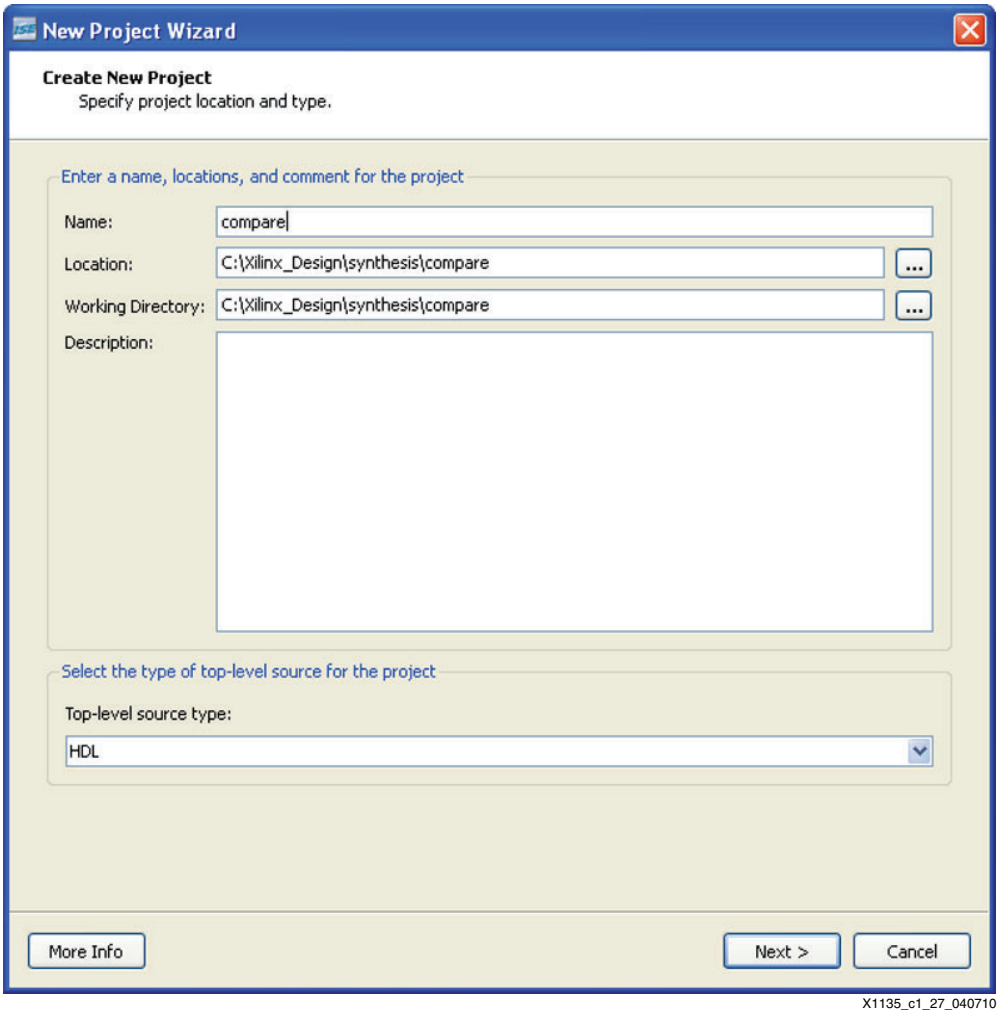

Figure 2-21: **New Project Wizard (Create New Project)**
3. Set the Project Location to **`\Xilinx_Design\synthesis`**, set the Project Name to **compare**, and click **Next** (see Figure 2-21).